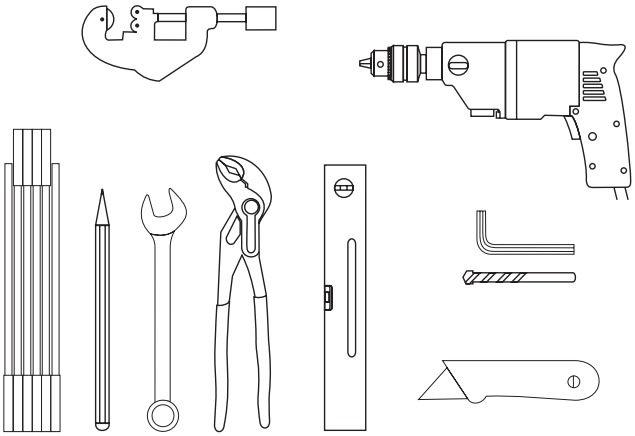

Bild 6 Werkzeug für CIRCO 6 Montage
- Erforderliches Werkzeug siehe Bild 6.